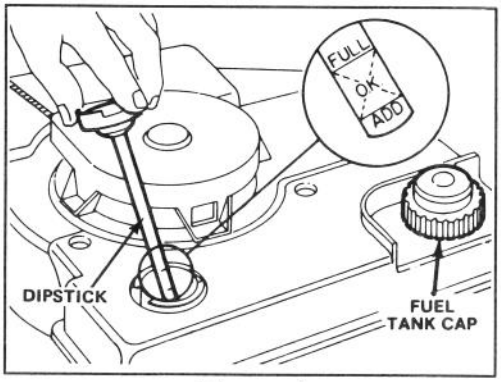

Figure 4
Before each use, assure oil level is between FULL and ADD marks on dipstick (Fig. 4). Add oil if level is low.
1. Position mower on level surface and clean around oil dipstick (Fig. 4).
3. Wipe dipstick and insert it into filler neck. Rotate cap clockwise. Then remove dipstick and check level of oil (Fig. 4). If level is low, add only enough oil to raise level to FULL mark on dipstick. **DO NOT FILL ABOVE FULL MARK BECAUSE ENGINE COULD BE DAMAGED WHEN STARTED. POUR SLOWLY.**
1. Clean around fuel tank cap and remove cap from tank (Fig. 4). Using unleaded gasoline, fill fuel tank to within 1/4 to 1/2 inch (6 to 13 mm) from top of tank, not into filler neck. Do not fill tank full.
1. CHECK OIL LEVEL—Maintain oil level between ADD and FULL marks as shown on dipstick (Fig. 4).